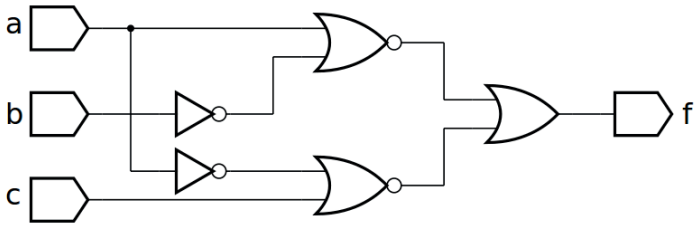
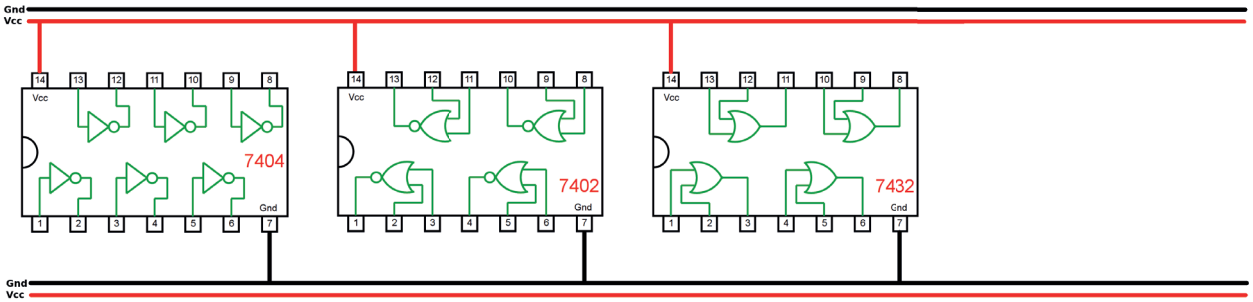

Figura 5.39 – Diagrama esquemático.
Figura 5.40 – Disposição dos componentes (TTL) para a placa de montagem.
1. Complete as ligações na figura 5.40 ou 5.41 de acordo com a figura 5.39.
5. Utilize um programa de simulação em computador (SmartSim, Atanua, Qucs) faça a simulação do circuito da figura 5.39. Compare os resultados com a tabela 5.17.
6. Escreva a equação booleana do circuito da figura 5.39 e simule no programa para o Arduíno.